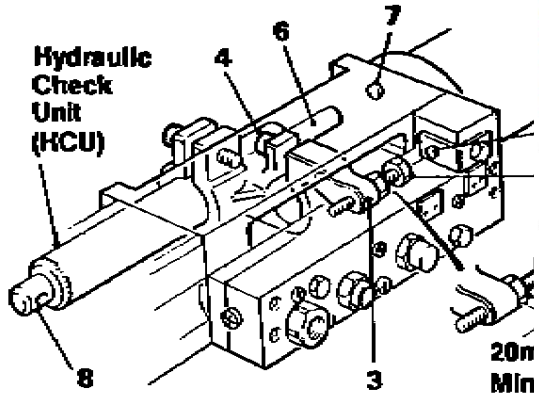

FIGURE 5 HYDRAULIC CHECK UNIT (HCU
SETTING DRILLING OPERATION (See Figure 5)
Use Figure 5 (5) for the final depth adjustment.
Lock using Figure 5 (9).
The end of the tap MUST be at least 14mm (9/16in) above the test block, to allow for the tapping head reversing engagement travel. Set the gap between Figure 5 (2) and (1) to equal the tapping depth PLUS the distance the tap is above the work piece.